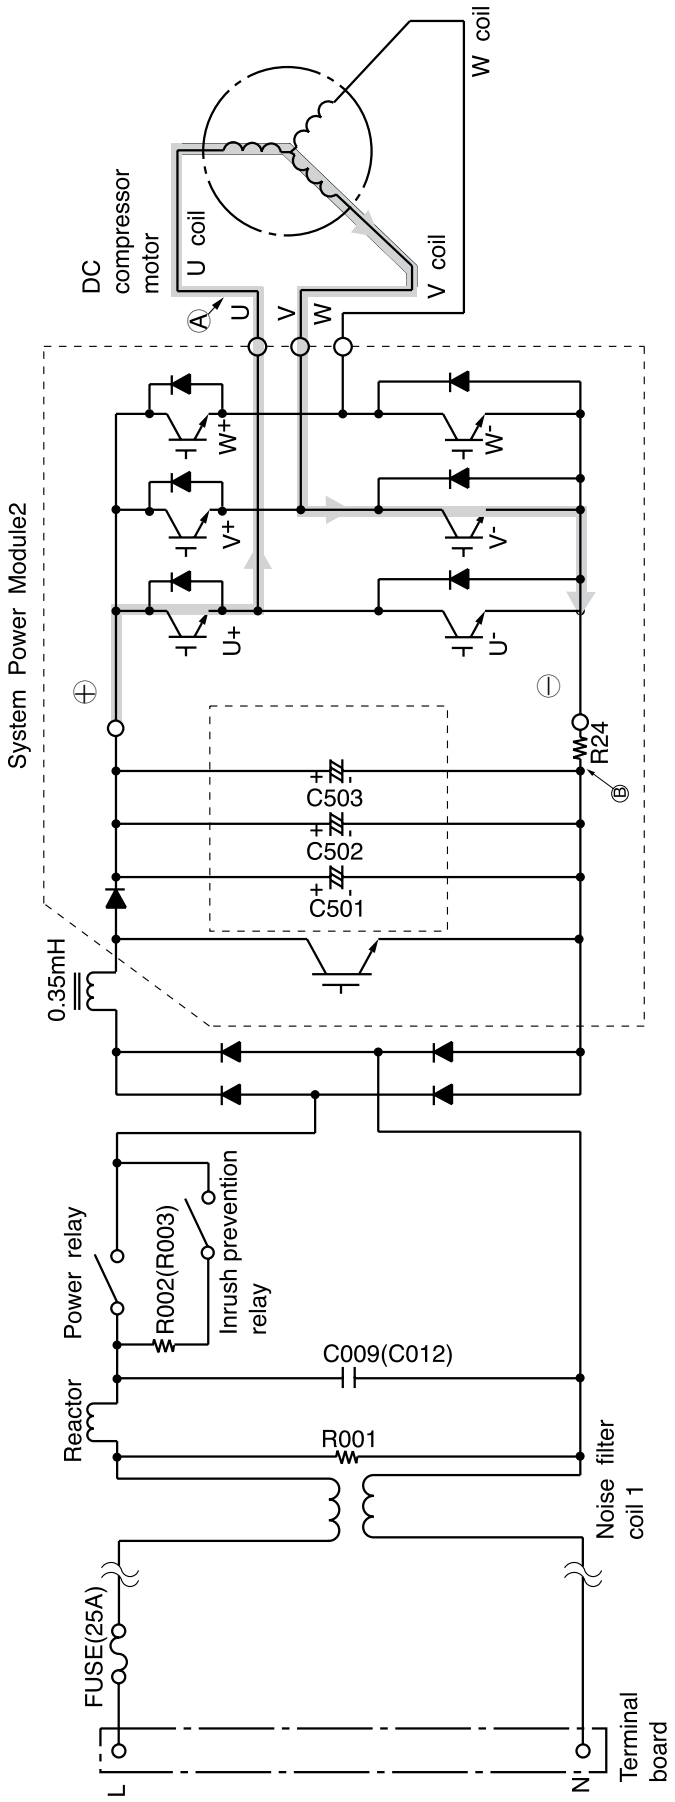

Fig. 3-1 Power module circuit (U^+ is ON, V^- is ON)
- RAM-80QH5 have two power module circuits as shown in Fig. 3-1 because of providing for two cycles and two compressors style.